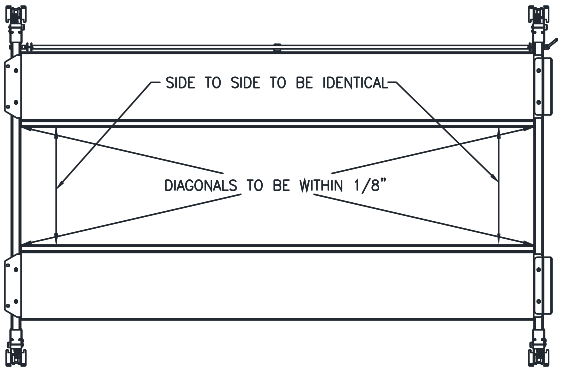

Fig 12 – Final Runway Positioning
18) Check the layout of the lift in the bay. If anchoring the lift, this is the last chance to make adjustments. Adjust the position of the runways so the distance from power side jack rail to idler side jack rail is the same at the front and the rear and the diagonal measurements from the front tip of one rail to rear tip of the opposite rail are within 1/8", **Fig 12.**